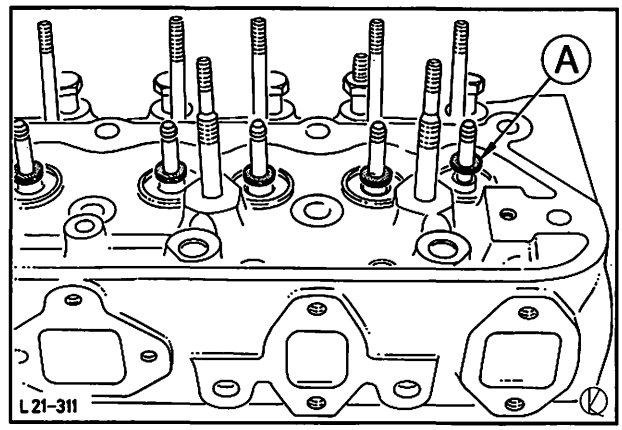

Abb. 124 Ölabschirmringe montieren
12. Ölabschirmringe bis zum Anschlag aufschieben und Klebefolie wieder entfernen, Abb. 124.